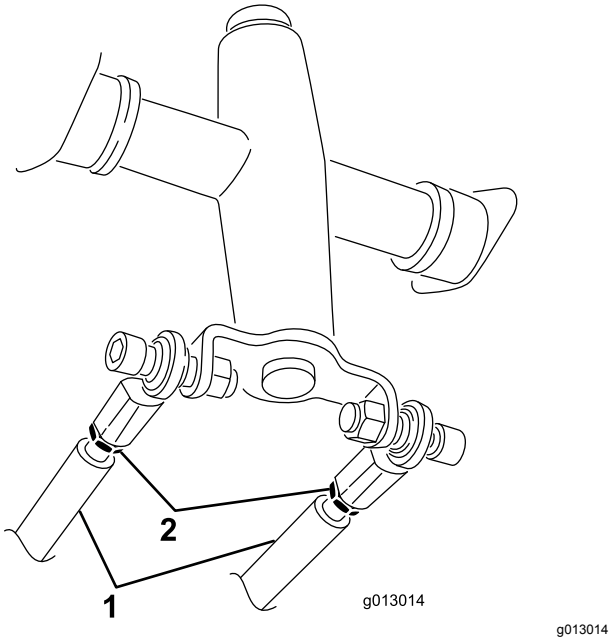

**Figure 56**
3. Loosen the jam nuts on the traction rods, under the control panel (Figure 56).